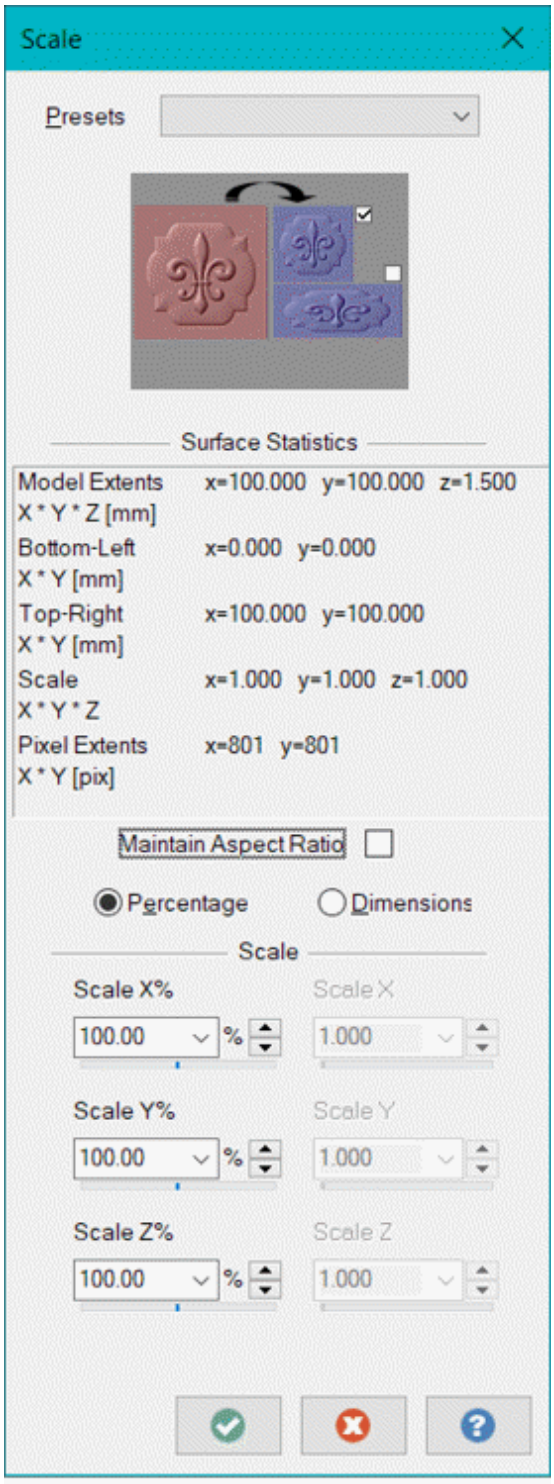

Figure-37. Scale dialog box
- Click on the **Scale** tool from the **Smooth** drop-down in **Modify** panel of **Art** tab in the **Ribbon**. The **Scale** dialog box will be displayed; refer to Figure-37 and you will be asked to specify scale ratios in different direction.